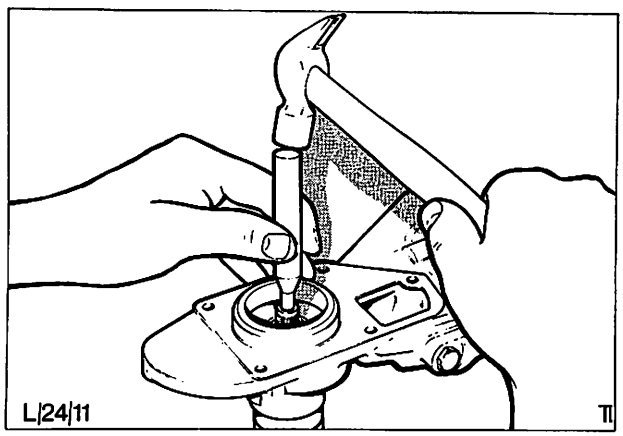

Abb. 40 Welle komplett mit Lagern austreiben
2. Sicherungsring des vorderen Kugellagers entfernen. Pumpenwelle mit Lager von hinten aus dem Pumpengehäuse austreiben, Abb. 40.